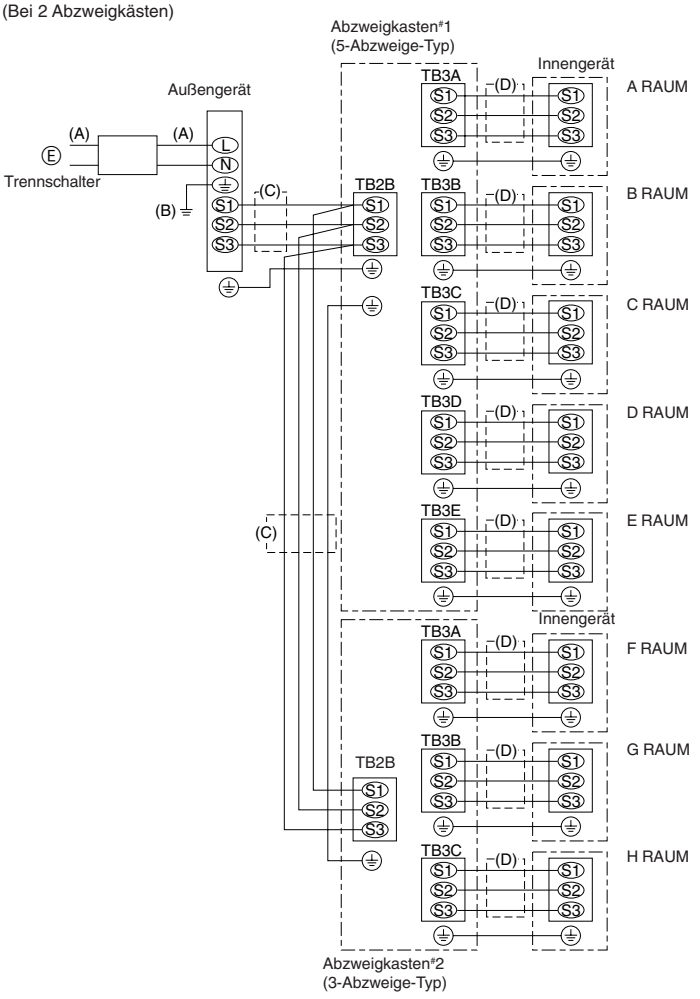

Fig. 9-5
9.2. Verfahren bei der Außenverdrahtung (Fig. 9-5)